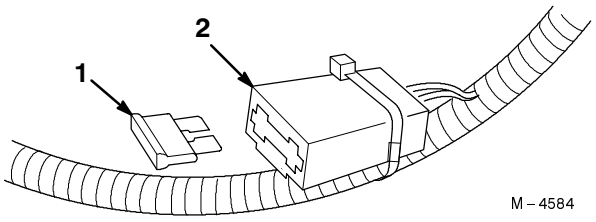

Figur 31
2. Sett inn en ny sikring slik som vist i Figur 31.